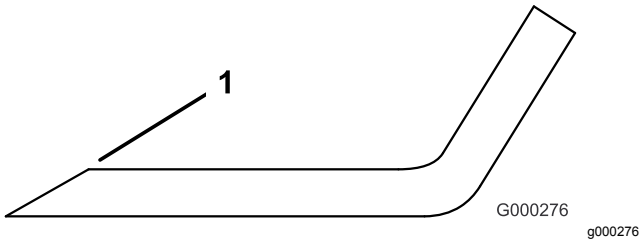

Figur 111
3. Undersøg alle knivenes skær. Slib skærene, hvis de er sløve eller hakkede. Slib kun toppen af skæret, og bevar den oprindelige klippevinkel for at sikre, at skærekniven er skarp (Figur 111). Skærekniven bevarer balancen, hvis der fjernes samme mængde metal på begge skær.